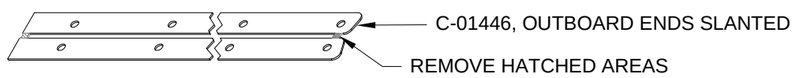

FIGURE 2: SEPARATE SEAL RETAINERS
Step 10: Separate the C-01446 Seal Retainers as shown in Figure 2. Note that the outboard ends are slanted.